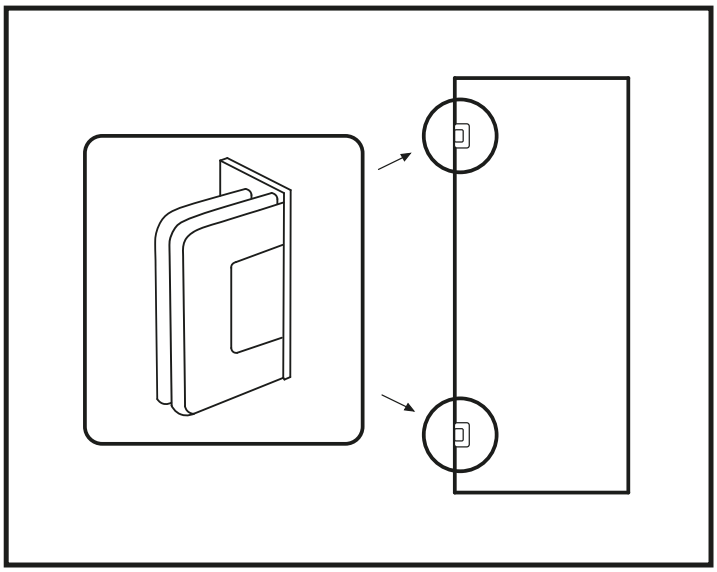

Abbildung 11
27. Nehmen Sie die mitgelieferten Scharniere und befestigen Sie sie mit den mitgelieferten Schrauben am Glas. (Abbildung 11)